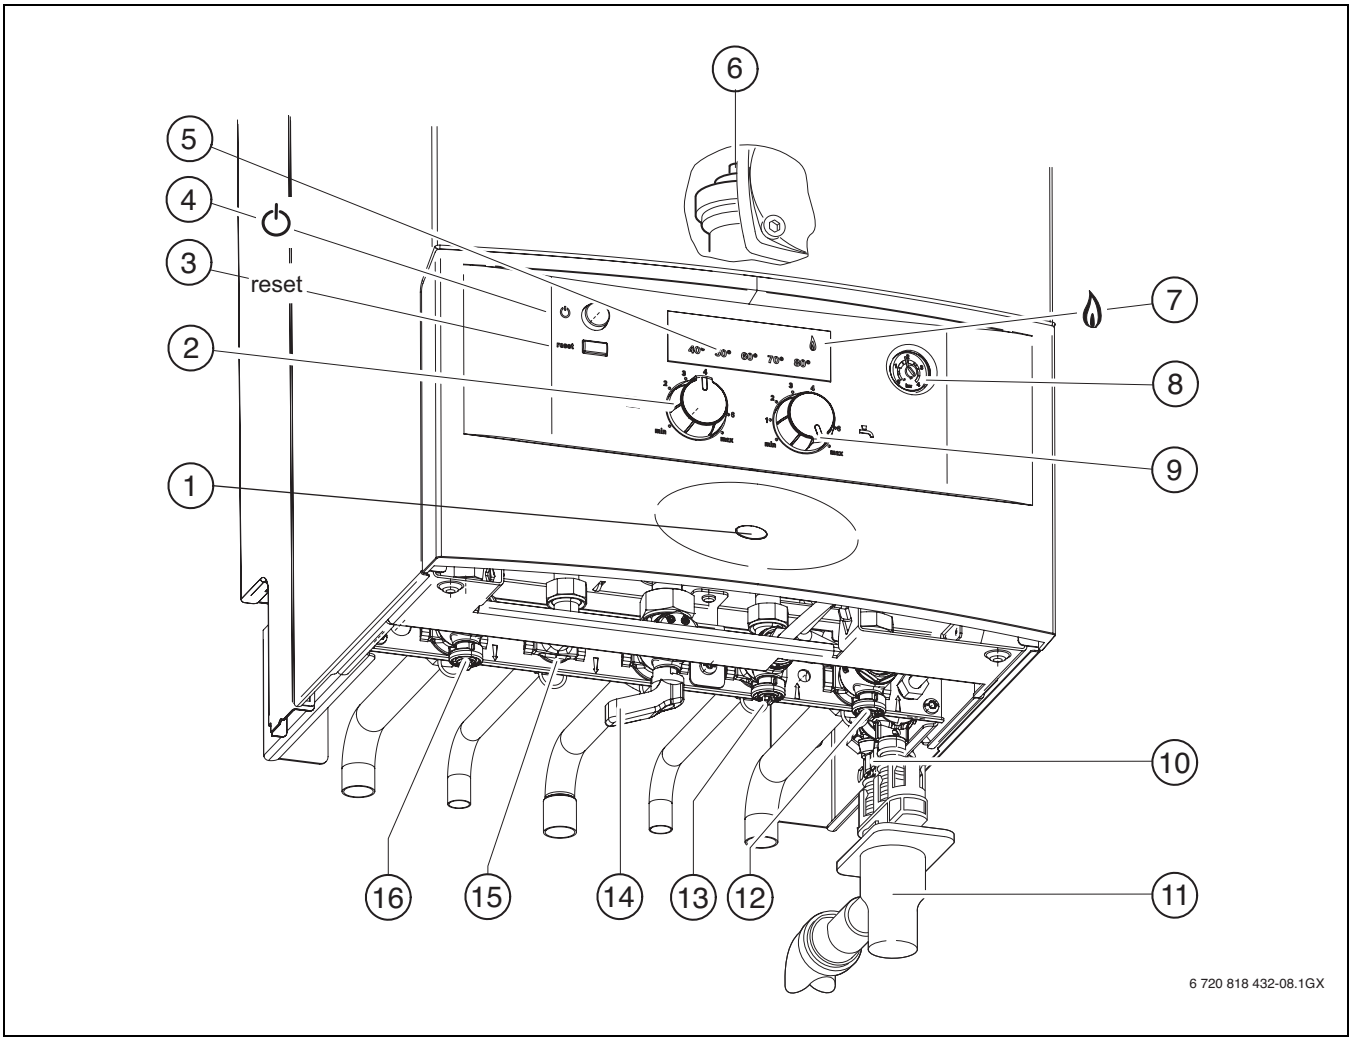

Fig. 23
- ▶ Ouvrir le robinet d'eau froide (→ fig 23, [13]).
- ▶ Ouvrir le robinet de départ du chauffage et le robinet de retour du chauffage (→ fig 23, [12] et [16]), remplir l'installation de chauffage à une pression comprise entre 1 et 2 bars et fermer le robinet de remplissage.
- ▶ Ouvrir le robinet de gaz (→ fig 23, [14]).
- ▶ Ouvrir le purgeur automatique (→ fig. 23, [6], page 21).